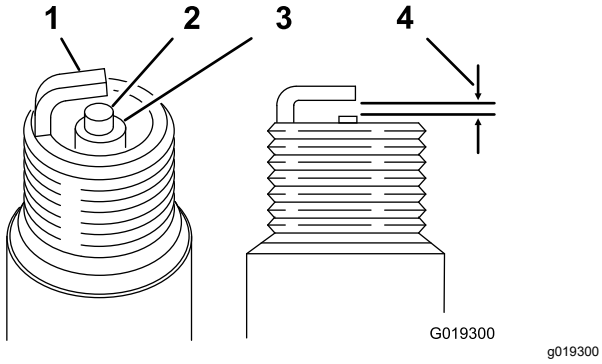

Figura 33
Distanza: 0,70 a 0,80 mm; fate riferimento alla Figura 33
4. Impostate la distanza fra gli elettrodi tra 0,70 e 0,80 mm, come illustrato nella Figura 33.